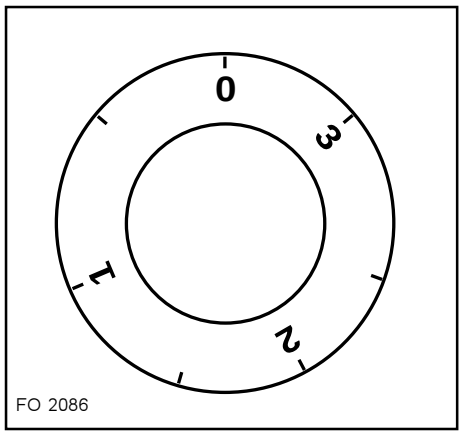

Fig. 2
B) Fig. 2: Il s'agit d'une manette de commande à 7 positions: 0 = éteint, alors que les positions de 1 à 3 indiquent les niveaux de puissance jusqu'au maximum.